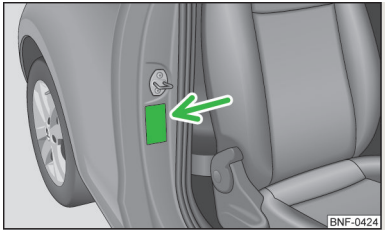

Fig. 94
- This is also clearly stated on the sticker which is located on the B column on the front passenger side » Fig. 94. The sticker is visible upon opening the front passenger door. In some countries, the sticker is affixed to the front passenger sun visor.